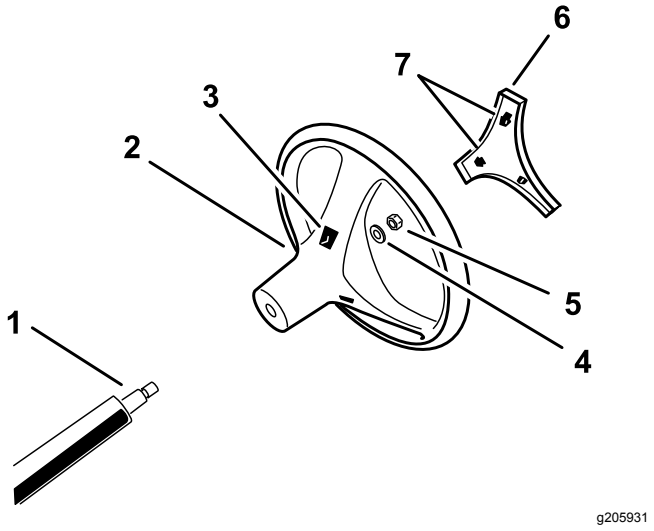

**Figuur 3**
4. Bevestig het stuurwiel aan de as met behulp van de borgmoer en draai deze vast met een torsie van 24-29 N·m, zoals getoond in Figuur 3.
5. Lijn de lipjes in het kapje uit met de gleuven in het stuurwiel, en klik het kapje op de naaf van het stuurwiel (Figuur 3).